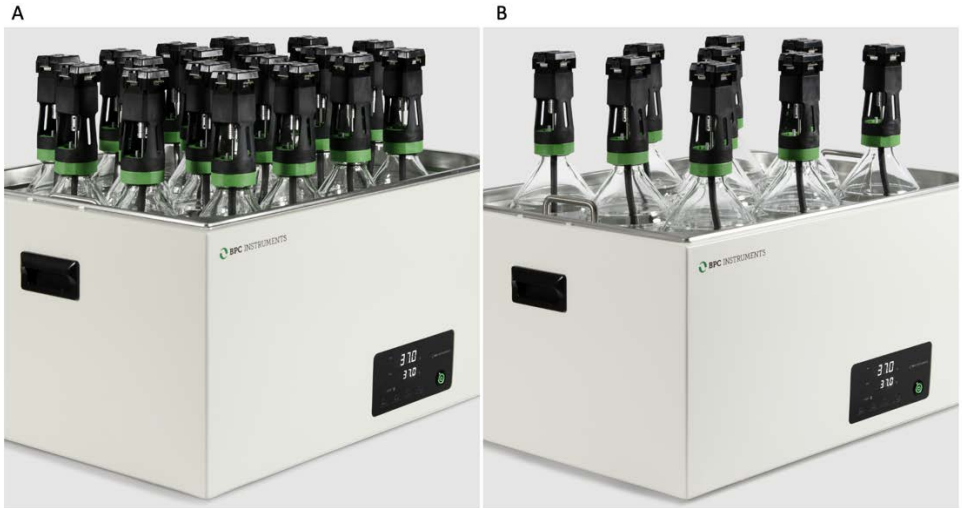

Figure 7. (A) Incubation unit for GE III standard and (B) GE III Standard Light.
1) **Incubation Unit (Unit A)**: Here is where the fermentation process takes place (**Figure 7**). 18 (0.5 or 1 L) or 9 (2 L) reactors are placed inside a thermostatic water bath (68 x 56 x 33 cm), which is used for temperature control (up to 60° C, precision of 0.2° C). The thermostatic water bath is provided with a lid for 18 or 9 reactors to minimize water loss and ensure that the temperature set point is rapidly reached.